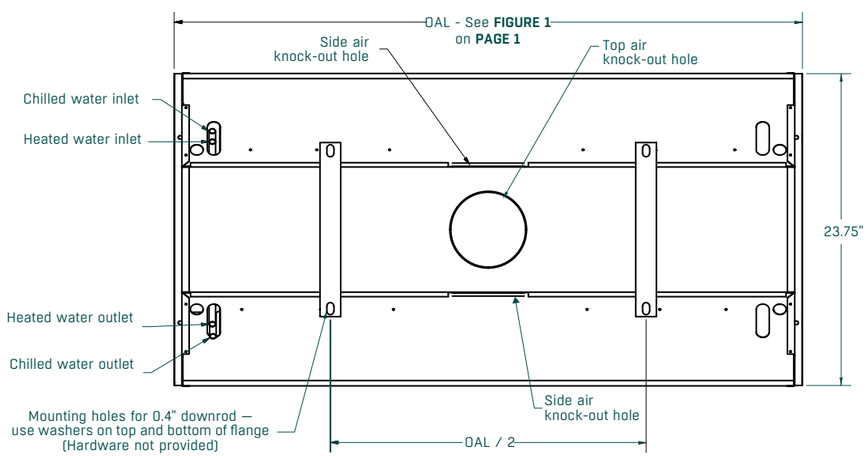

FIGURE 8. Water and duct connections (top view)
4) Aim the end of the tip to point up, or if installed in the top air location, have the ramp point to the close side of the air plenum. (Orientation is important for sound and performance. See **FIGURE 8**).